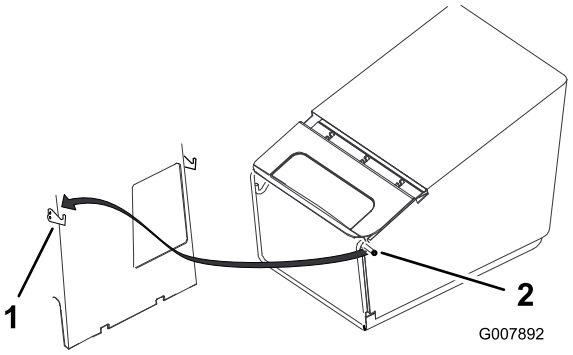

Figura 20
4. Appendete i perni del telaio del cesto di raccolta ai ganci, come illustrato nella Figura 20.